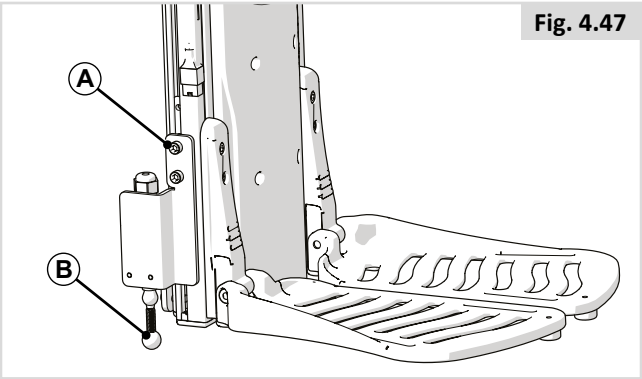

Fig. 4.47
En présence de la fonction optionnelle de la descente de la palette au sol (Fig. 4.47), un commutateur est monté. La hauteur du commutateur (A) doit être réglée après avoir ajusté le segment jambier. Veillez à ce que la bille (B) du commutateur se trouve bien en-dessous du bord inférieur du repose-pied.